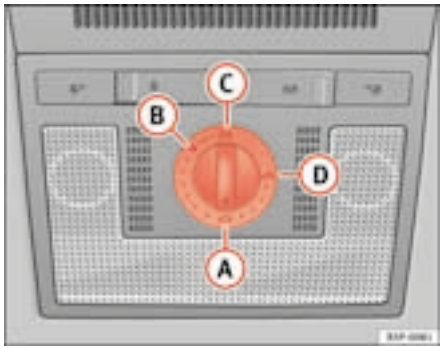

Fig. 71 Roof interior lining: closing the sliding/tilting sunroof
If the sliding/tilting roof has been opened again by the roll-back function, it can be closed only by pressing the rotary button at the front in position (A) ⇒ fig. 71 until the sliding/tilting roof has closed fully. **Please note that the sunroof will now close without the roll-back function.**